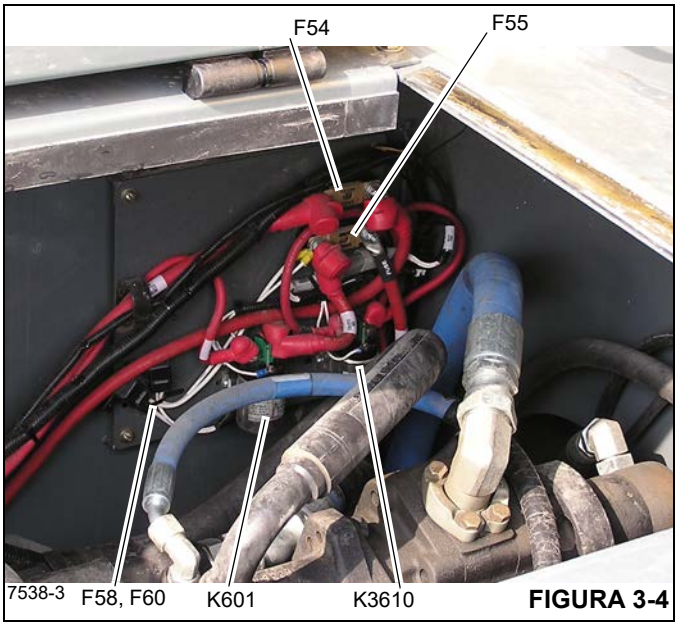

FIGURA 3-4
Os fusíveis e relés estão localizados na dianteira do compartimento do motor, à esquerda das bombas 1 e 3. Consulte a Figura 3-4, a Tabela 3-2 e a Tabela 3-3 para obter informações específicas sobre cada componente.
**Tabela 3-2 Fusíveis da caixa de baterias (Figura 3-4)**
**Tabela 3-3 Relés da caixa de baterias (Figura 3-4)**